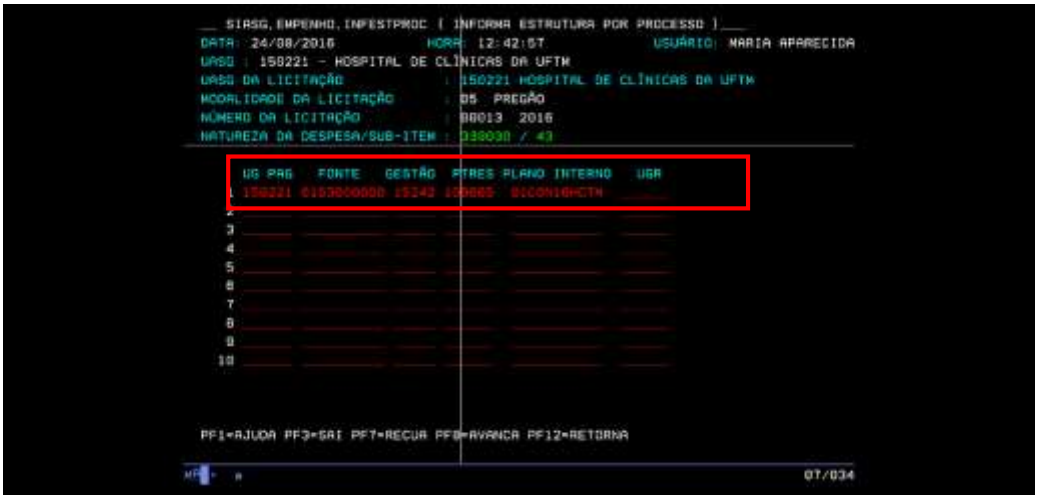

Figura 12: Menu de Sistemas – Acesso INFESTPROC (Informa estrutura por processo) – Tela 4
- Na tela pertinente, deverá ser informado os demais itens, bem como a referida estrutura do processo. Caso o Pregão seja para aquisição de bens de consumo ou material permanente, deverá ser digitada a natureza da despesa, conforme destacado na Figura 12;